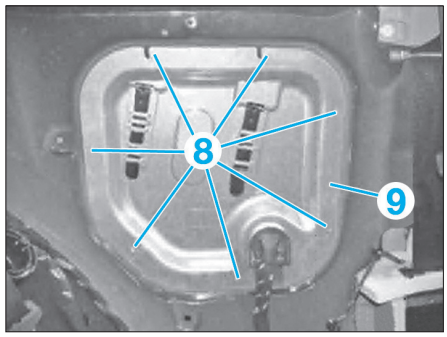

FIG. 11
• Déposer les vis (8) et déposer la plaque de fixation (9) **(Fig.11)**.